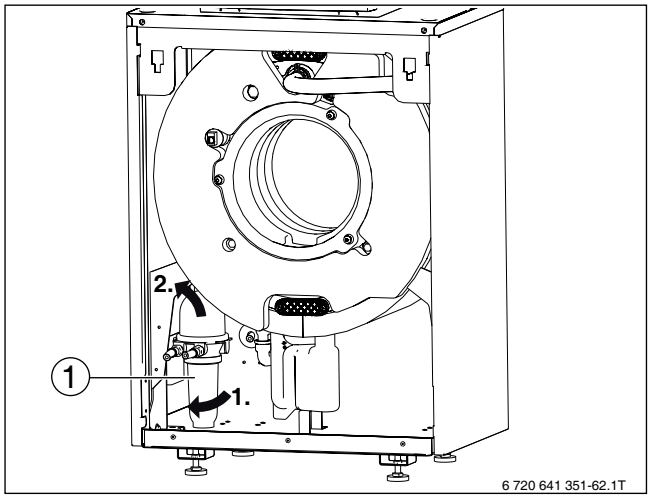

Bild 84 Ölfilter demontieren
▶ Ölfilter (→ Bild 84, [1]) leicht nach vorne drehen.